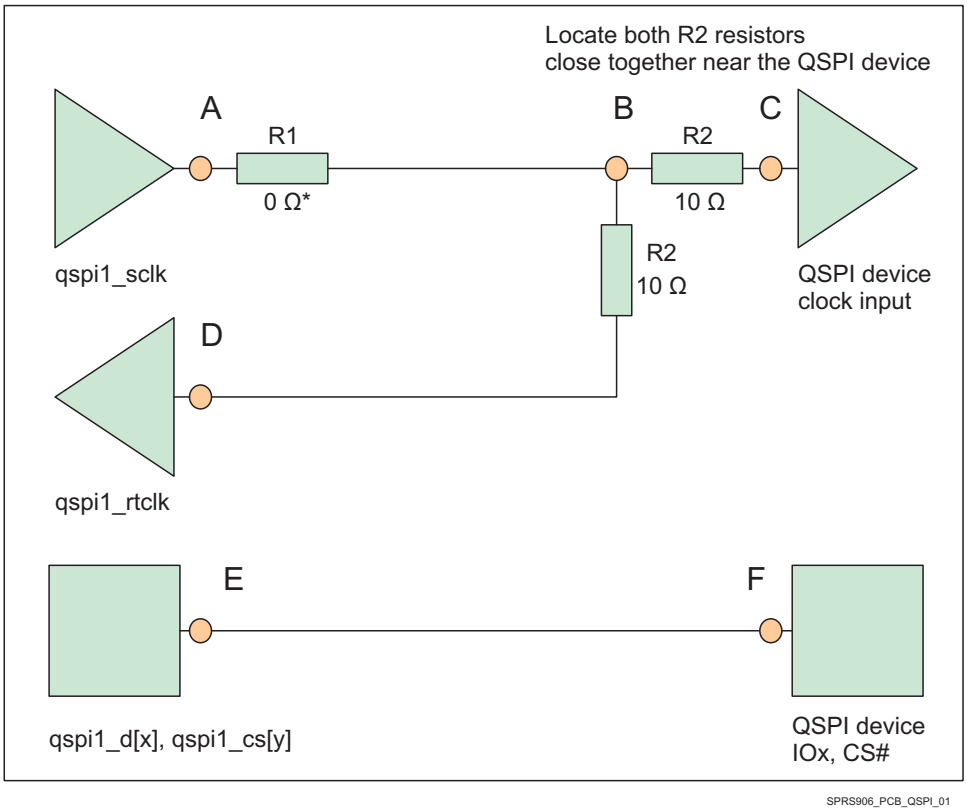

図 8-30. QSPI Interface High Level Schematic
- 50 Ω PCB routing is recommended along with series terminations, as shown in 図 8-30.